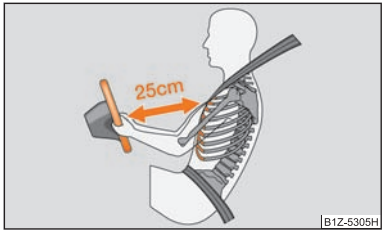

Fig. 97 Bonne distance par rapport au volant
- **Il est important que le conducteur et le passager avant soient au minimum à 25 cm du volant et du tableau de bord ⇒ page 98, fig. 97. Les airbags ne peuvent pas vous protéger si vous en êtes plus près – danger mortel! Les sièges avant et les appuie-tête doivent en outre toujours être ajustés en fonction de la taille des personnes.**